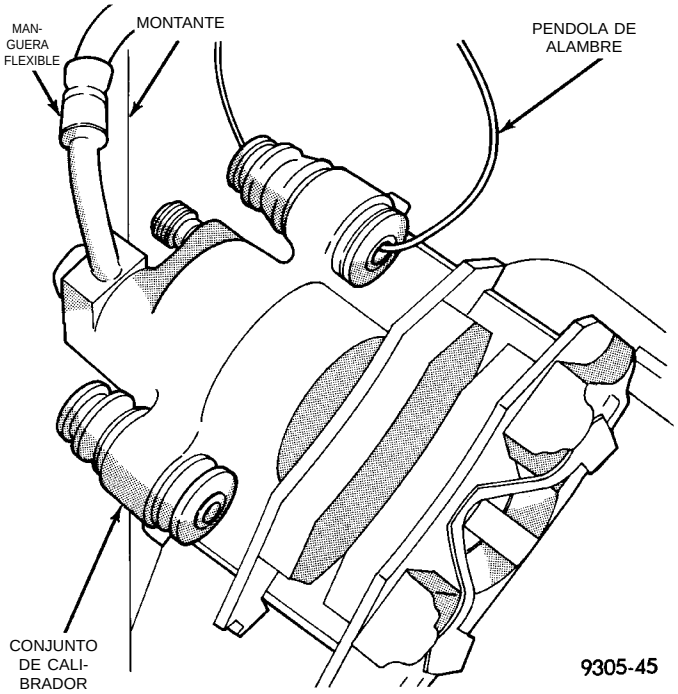

Fig. 70 Cómo se soporta el calibrador
(5) Soporte el conjunto de calibrador firmemente del montante trasero para evitar que el peso del calibrador dañe la manguera de freno flexible (Fig. 70).